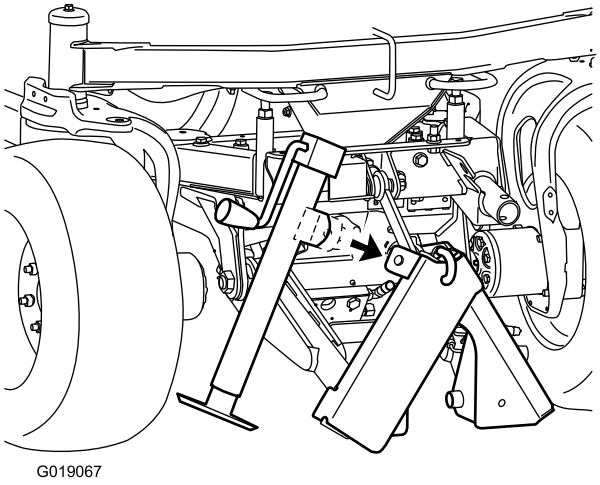
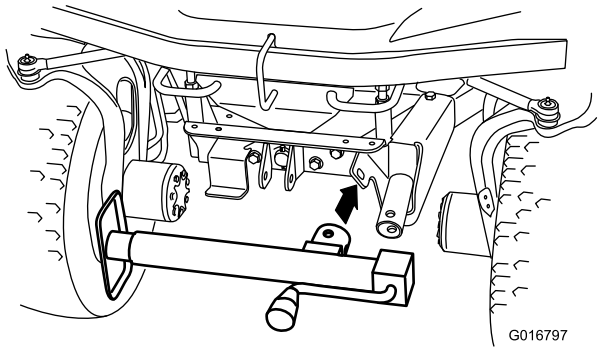

Figure 7
Figure 8
1. Accrochez le moyeu du cric à la languette du support de rangement du cric (Figure 7) ou à la languette du support du cric (Figure 8).